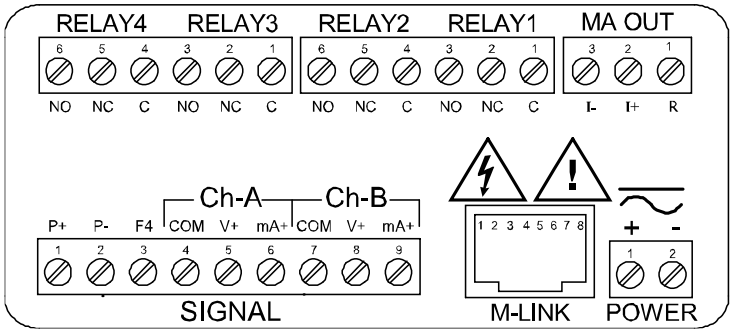

Figure 3. Connector Labeling for Fully Loaded PD6060
Power connections are made to a two-terminal connector labeled POWER on Figure 3. The meter will operate regardless of DC polarity connection. The + and - symbols are only a suggested wiring convention.
Signal connections are made to a nine-terminal connector labeled SIGNAL on Figure 3. The COM (common) terminals are the return for the 4-20 mA and the ±10 V input signals. The two COM terminals connect to the same common return, and are not isolated.
Relay connections are made to two six-terminal connectors labeled RELAY1 – RELAY4 on Figure 3. Each relay's C terminal is common only to the normally open (NO) and normally closed (NC) contacts of the corresponding relay. The relays' C terminals should not be confused with the COM (common) terminal of the INPUT SIGNAL connector.